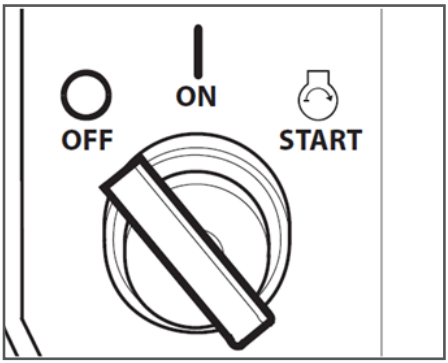

Рис. 9 Положения замка зажигания
5. Вставьте ключ в замок зажигания. Поверните ключ в замке зажигания в положение «ON» (Включено). (Рис. 9). Для примера, на Рис. 9 показан замок зажигания G680HKE.
При возникновении аварийной ситуации, для экстренной остановки двигателя переведите ключ зажигания в положение «OFF» (Выключено) (Рис. 9).